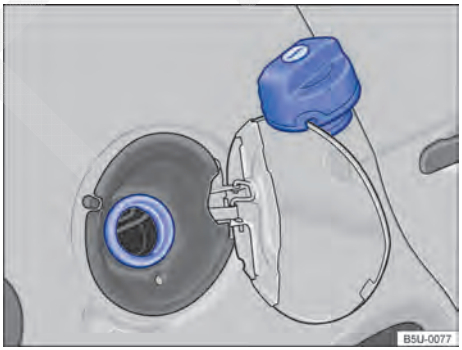

Fig. 121 Portinhola do tanque de combustível aberta com a tampa do tanque de combustível pendurada.
– Girar a tampa do tanque no sentido anti-horário e pendurá-la em cima da portinhola do tanque de combustível → Fig. 121.